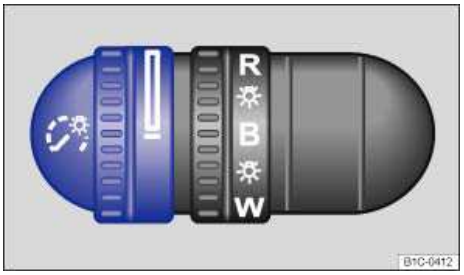
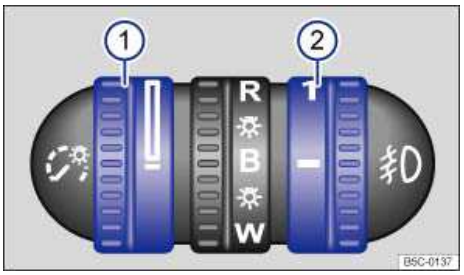

Fig. 73 To the left of the steering wheel: Thumbwheel to adjust instrument panel lighting (vehicles without manual headlight range adjustment).
Fig. 74 To the left of the steering wheel: Thumbwheel to adjust instrument panel lighting 1 and headlight range adjustment 2 (if equipped).
When the lights are on, the brightness of the instrument panel lighting is adjusted by turning the thumbwheel ⇒ fig. 73, ⇒ fig. 74 (1).
When the lights are on, the brightness of the instrument cluster lighting is adjusted by turning the thumbwheel ⇒ fig. 73, ⇒ fig. 74 (1).